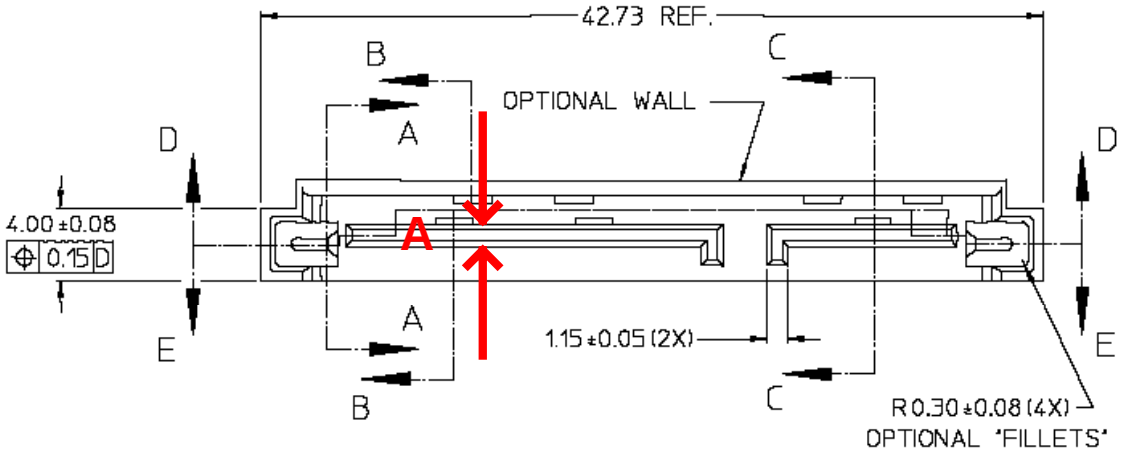

Figure 25
1. Using the outside measurement jaws of the calipers measure the thickness of the device plug tongue as shown in Figure 25. Perform a measurement sweep along the length of the connector, not just in one place. This will account for any variations in the connector. Record the worst-case measured value as *A*.